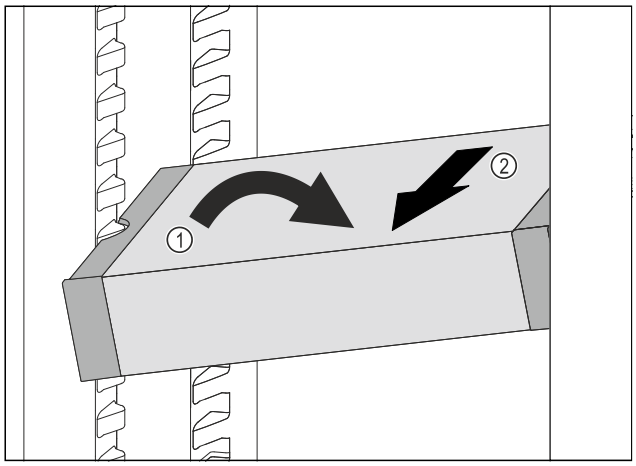

Fig. 96
▶ Poziționați oblic VarioSafe în frigider. *Fig. 96 (1)*
▶ Extrageți VarioSafe spre înainte. *Fig. 96 (2)*